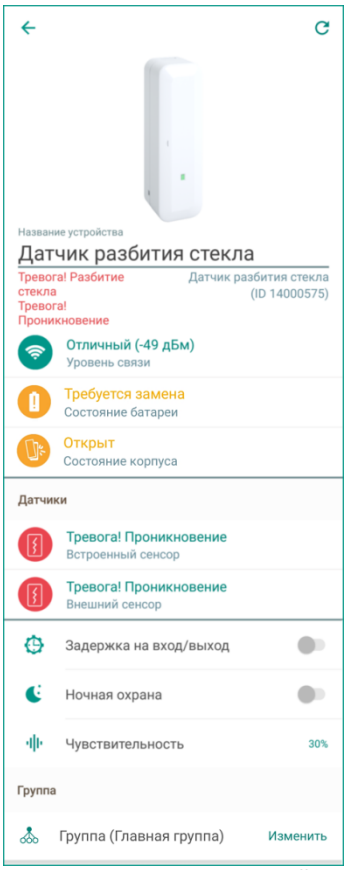

Рисунок 12.2 – Экран настройки датчика
- Текущее состояние сработавшего сенсора также изменится на *Тревога! Проникновение* (см. рисунок 12.2).